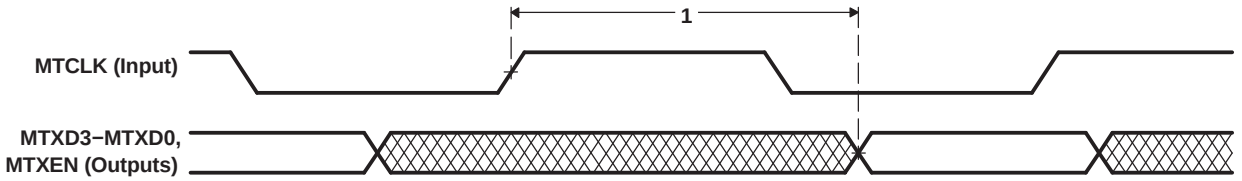

**Figure 6-47. EMAC Transmit Interface Timing**
**Table 6-88. Switching Characteristics Over Recommended Operating Conditions for EMAC MII Transmit 10/100 Mbit/s(1) (see Figure 6-47)**